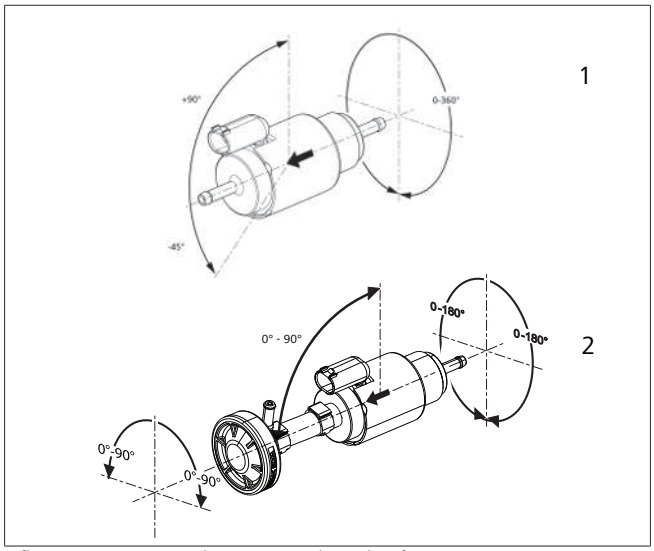

Afb. 12 Toegestane inbouwpositie brandstofpomp
- ▶ Zorgen voor correcte inbouwpositie (zie Afb. 12).